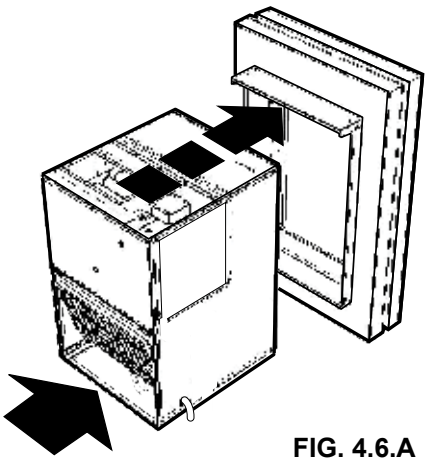

FIG. 4.6.A
2. Placez le Condo Pack le plus près possible de l'ouverture du mur (FIG. 4.6.A). Faites glisser délicatement l'appareil dans le manchon mural (consultez les instructions 4.4 ASSEMBLAGE ET INSTALLATION DU MANCHON MURAL) afin que l'avant de l'appareil soit en contact avec les brides avant du manchon mural.